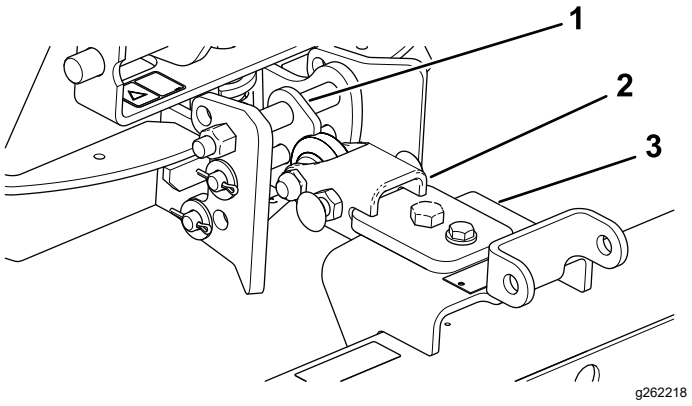

Rysunek 11
1. Zamontuj zespół zaczepu tak, aby strona z klinem była u góry (Rysunek 11).
2. Zamontuj dyszel od góry zespołu wieszaka (Rysunek 11).